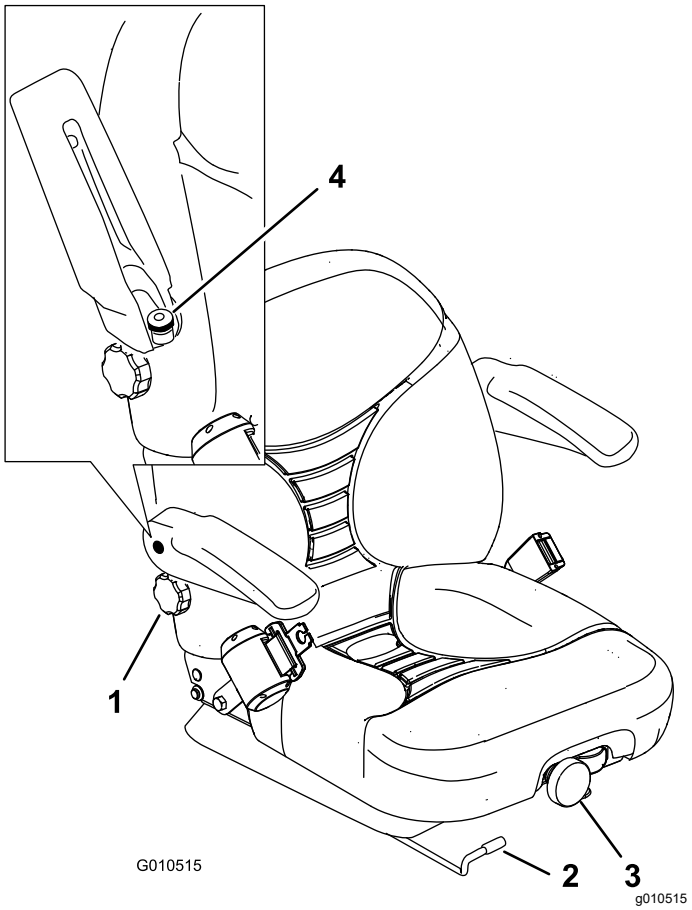

Figur 31
1. Flytt spaken sidelengs for å låse opp setet for å justere (Figur 31).
Drei den fremre knotten enten til høyre eller venstre for å gi best mulig komfort (Figur 31).
Drei knotten under det høyre armlenet i begge retninger for å gi best mulig komfort (Figur 31).
Hev armlenet og drei knotten enten til høyre eller venstre for å gi best mulig komfort (Figur 31).